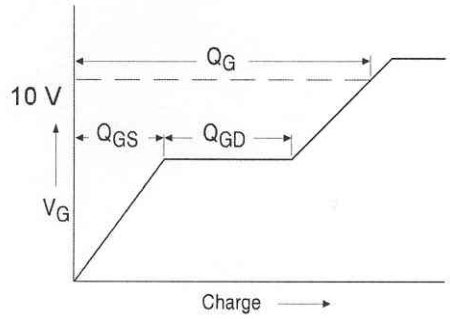

Figure 7.9: FET Charge Definitions
Also shown in Figure 7.7 is some maximum charge values: $Q_G = 35nC$, $Q_{GS} = 6.5nC$, and $Q_{GD} = 17nC$. This seems like "money" in that we can use them to find the switch-on and switch-off times as described previously. Hold it, these values are specific to $V_{GS} = 10V$ which we may or may not be using. Further, what are they (IR) considering Q_{GS} and Q_{GD}? Let's answer this question first as the data sheet defines this in Figure 7.9. So Q_{GS} is all of the gate charge up to the Miller plateau, Q_{GD} is the charge during "Miller time", and Q_G is the total charge up to when $V_{GS} = 10V$.